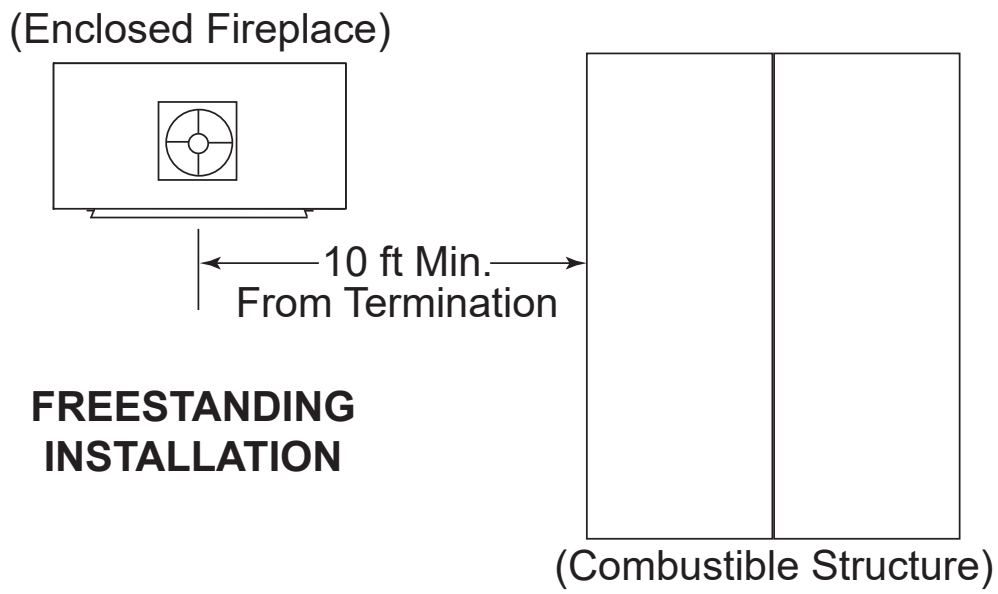

Figure 6.1 Freestanding Installation
- **Exterior Walls (see Figure 6.1)**
- Observe all required air space clearances to combustible materials as shown in Figure 6.1 & 6.2.
- Minimum overall straight height is 6 ft 4 in. If the fireplace is freestanding and a minimum of 10 ft from a combustible structure. See Figure 6.1
- Chimney must extend 2 ft (.6 m) above any portion of the roof within 10 ft (3 m) of the chimney. Refer to Figure 6.1.